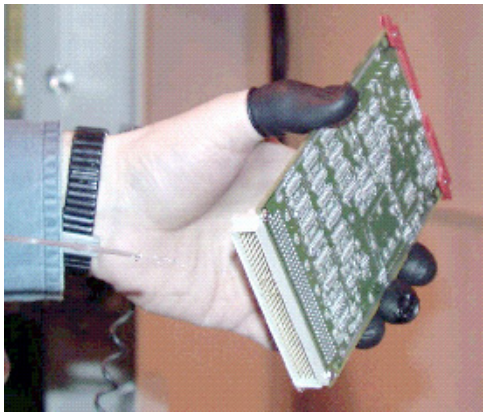
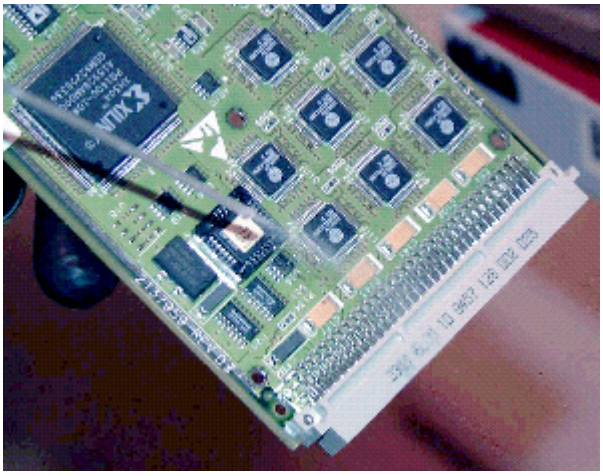

Figure 7-49 Proper method for handling converter cards
Figure 7-50 Spraying "off" the connectors
13.) Remove the Converter cards (see Figure 7-49) one at a time from their static bags and spray the connector (see Figure 7-50) with it facing down. Spray the outside of the connector shroud on all sides and also spray inside the pin housing. (Give it a good soaking). Allow the card to air dry. Do not use the compressed air to dry it.
14.) To clean the card components, hold the card sideways (see Figure 7-49) and spray from top to bottom. Direct spray away from edge connector. Allow card to air dry. Do not use compressed to dry it.